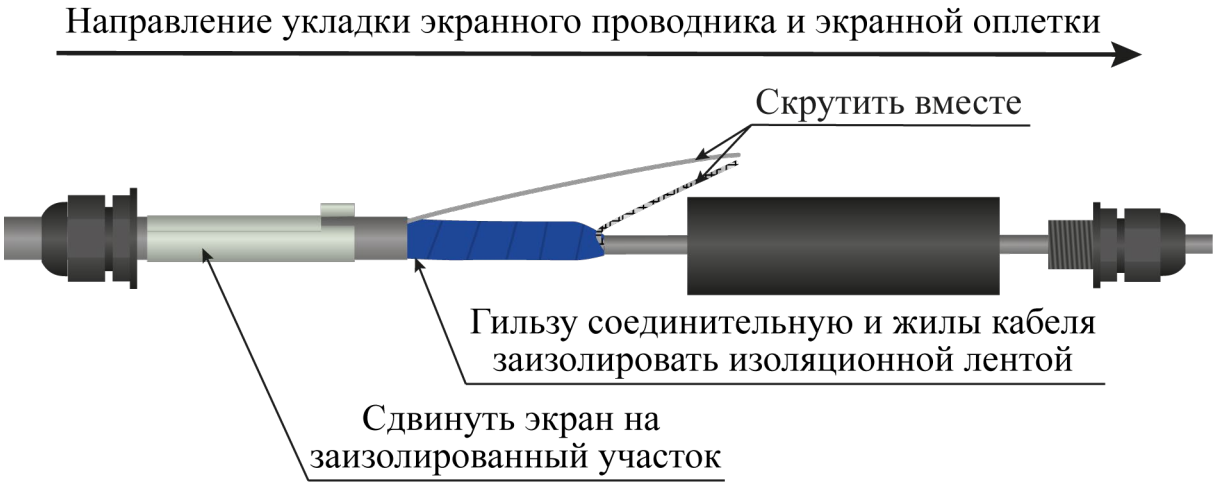

Рисунок 4.26
– гильзу соединительную и жилы кабеля ТППэп заизолировать изоляционной лентой (рисунок 4.26);
– экранный проводник кабеля ТППэп направить вдоль гильзы и скрутить с экраном кабеля РК (рисунок 4.26);
– сдвинуть экран муфты переходной на место соединения кабеля ТППэп и кабеля РК (рисунок 4.26);